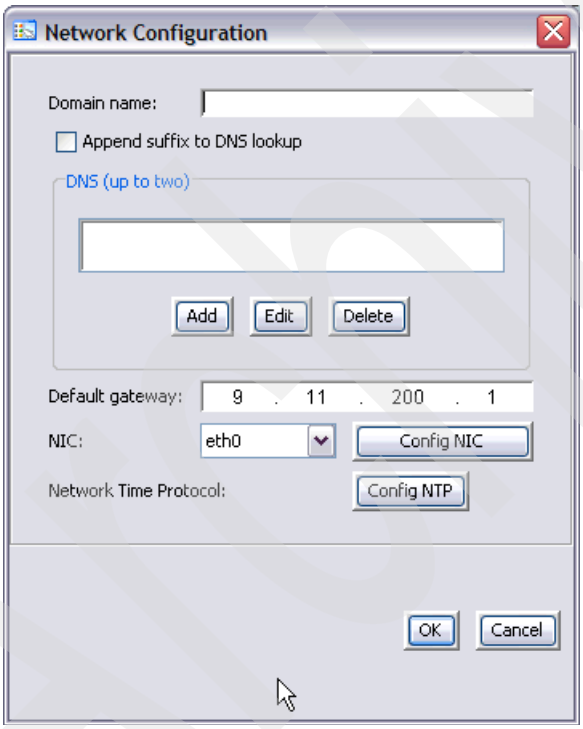

Figure 4-8 Network Configuration window
2. In the Network Configuration window (Figure 4-8), you perform the following actions: